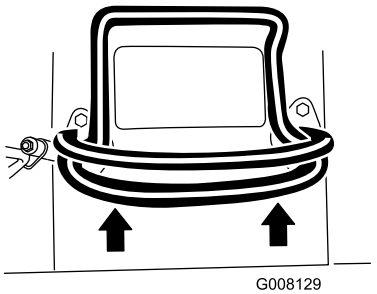

Rysunek 7
- Aby jechać do przodu, ustaw dźwignię sterowania zespołem jezdnym do przodu (Rysunek 7).